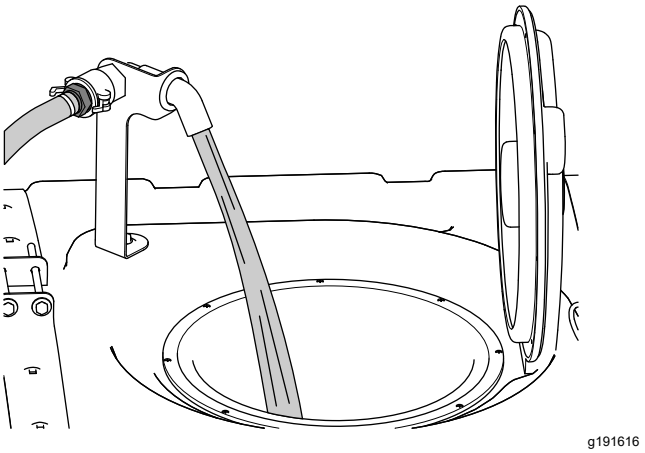

Figur 25
5. Tillsätt tre fjärdedelar av den vattenvolym som krävs i grässpridarens tank (Figur 25).